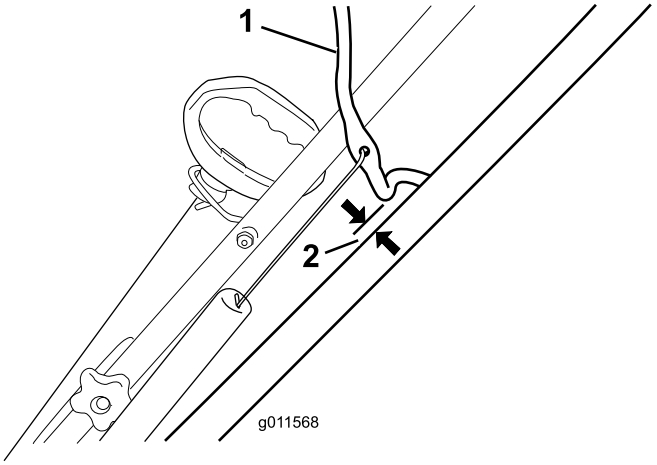

**Rysunek 8**
Przesuń dźwignię sterującą do tyłu w stronę uchwytu, aby usunąć luz linki sterującej (Rysunek 8).
**Informacja:** Upewnij się, że między dźwignią sterującą i uchwytem jest szczelina 2-3 mm (Rysunek 8).